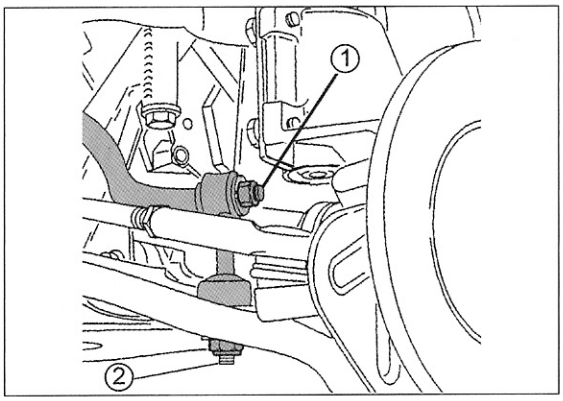

Bild 234
Ehe die Vorderseite des Fahrzeuges auf Böcke gesetzt wird, muss man den Kurvenstabilisator von der Unterseite des Querlenkers abschrauben, um dem Querlenker die Spannung zu entnehmen. Da der Raum zum Arbeiten sehr begrenzt ist, wenn das Fahrzeug auf den Rädern aufsteht, wird man nicht so leicht an die Befestigung herankommen. Die Muttern (1) und (2) in Bild 234 müssen gelöst werden, um die äußeren Enden des Kurvenstabilisators von der Aufhängung zu trennen. Der Kurvenstabilisator kann am Fahrgestell gelassen werden.
- Den Kurvenstabilisator unter Bezug auf Bild 234 wieder anschließen. Beide Muttern werden mit 80 Nm angezogen, wenn das Fahrzeug auf dem Boden aufsteht.